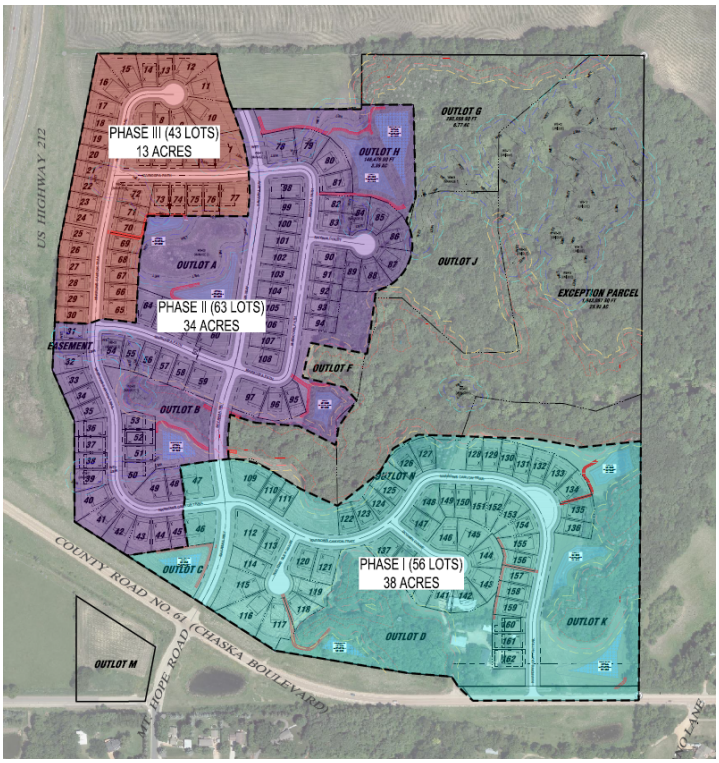

Figure 5: Development phasing from preliminary submittal
- **Phasing.** The developer anticipates the project will be developed in 3 phases beginning in the southeast (see figure 5):